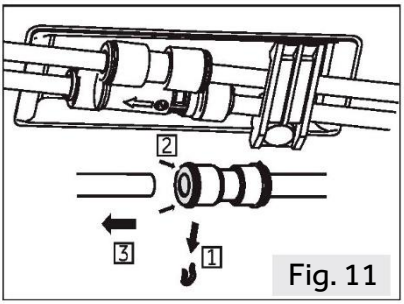

Fig. 11
1. Sganciare il lato sinistro dei due raccordi dell'acqua nell'angolo anteriore sinistro nella parte inferiore dell'elettrodomestico: tenere premuta la ghiera come mostrato e rimuovere il tubo dell'acqua (Fig. 11).